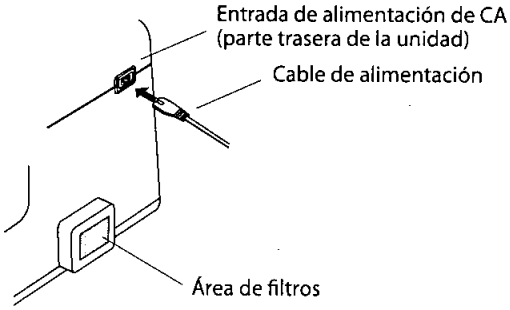

**Figura 3-5 Conexión del cable de alimentación al dispositivo**
2. Enchufe el conector del cable de alimentación a la entrada de alimentación situada en la parte posterior del dispositivo, como se muestra en la Figura 3-5.